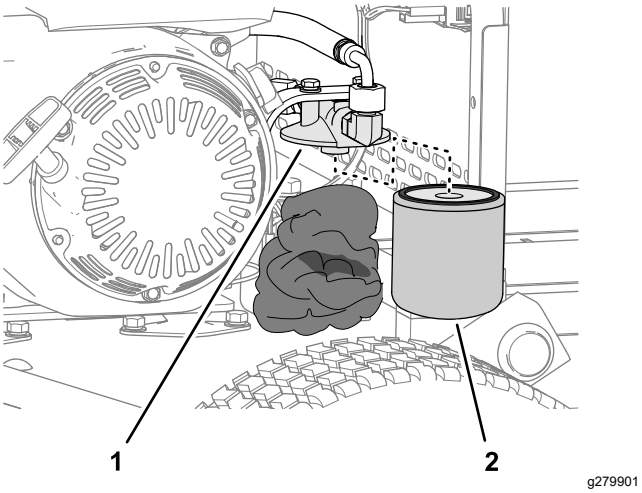

Rysunek 37
2. Rozłóż szmaty pod filtrem oleju hydraulicznego (Rysunek 37).
3. Ostrożnie wyjmij filtr oleju hydraulicznego (Rysunek 37).
5. Zamontuj nowy filtr na głowicy filtra (Rysunek 37), przykręcając go ręką aż uszczelka zetknie się z głowicą filtra, a następnie dokręć jeszcze o 3/4 obrotu.